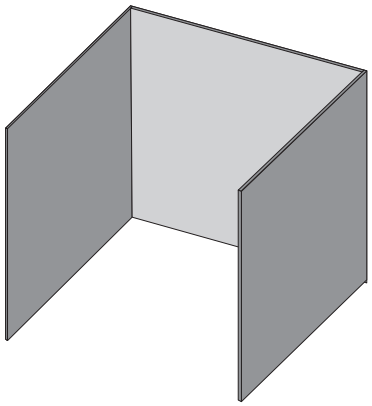

Fig. 1
- Un electrodoméstico se considera al aire libre si está instalado dentro de un espacio con paredes en tres lados, pero sin cubierta superior. **(Fig 1).**